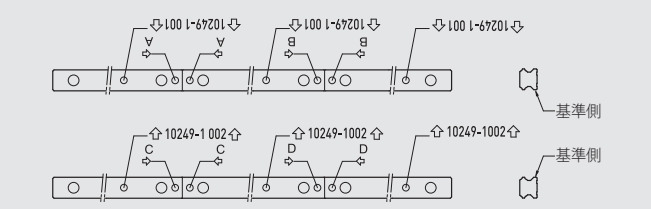
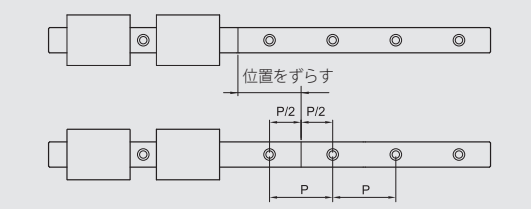

図3
図4
4. レール連接の場合：リニアガイドウェイの精度を確保のために、連接の場合はレール上で表示した順番で取付けてください。連接記号は端面の上にマークしていますので、同じ記号のレールを連接してください(図3参照)。2本ペアの場合、左右2本のレールの連接位置できるだけずらしてください。連接部位の差による精度変化を防ぐためです(図4参照)。